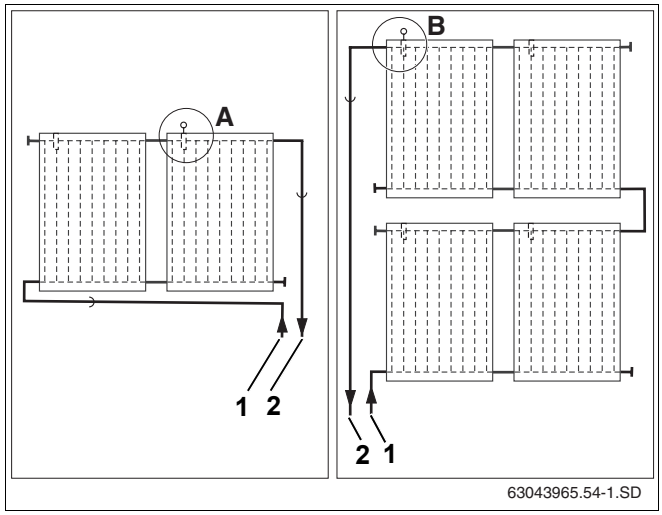

Rys. 53 Miejsce montażu czujnika temperatury kolektora (schemat)
Należy zwrócić uwagę na to, gdzie jest montowany czujnik w systemie składającym się z jednego oraz dwóch rzędów kolektorów (rys. 53).
Czujnik temperatury kolektora należy zamontować na kolektorze, na którym zamontowano przewód zasilania (rys. 53, **poz. 2**).
– Miejsce montażu (rys. 53, **poz. A**) czujnika w jednorzędowym systemie kolektorów.
– Miejsce montażu (rys. 53, **poz. B**) czujnika w dwurzędowym systemie kolektorów.